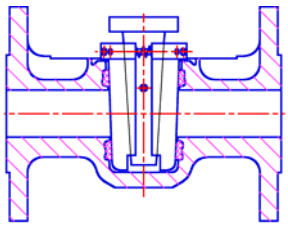

Abb. 5/*fig. 5*
6. Büchse halbrunden (Abb.5)
Halbrundstempel in Durchflussrichtung einsetzen und Büchse gegen die Durchgänge anpressen (Abb. 5). Die durch Pressen entstandenen überstehenden Teflon®-Restteile mit dem Schneidmesser entfernen. Büchse und Gehäuseinnenraum säubern.
6. Press sleeve (fig.5)